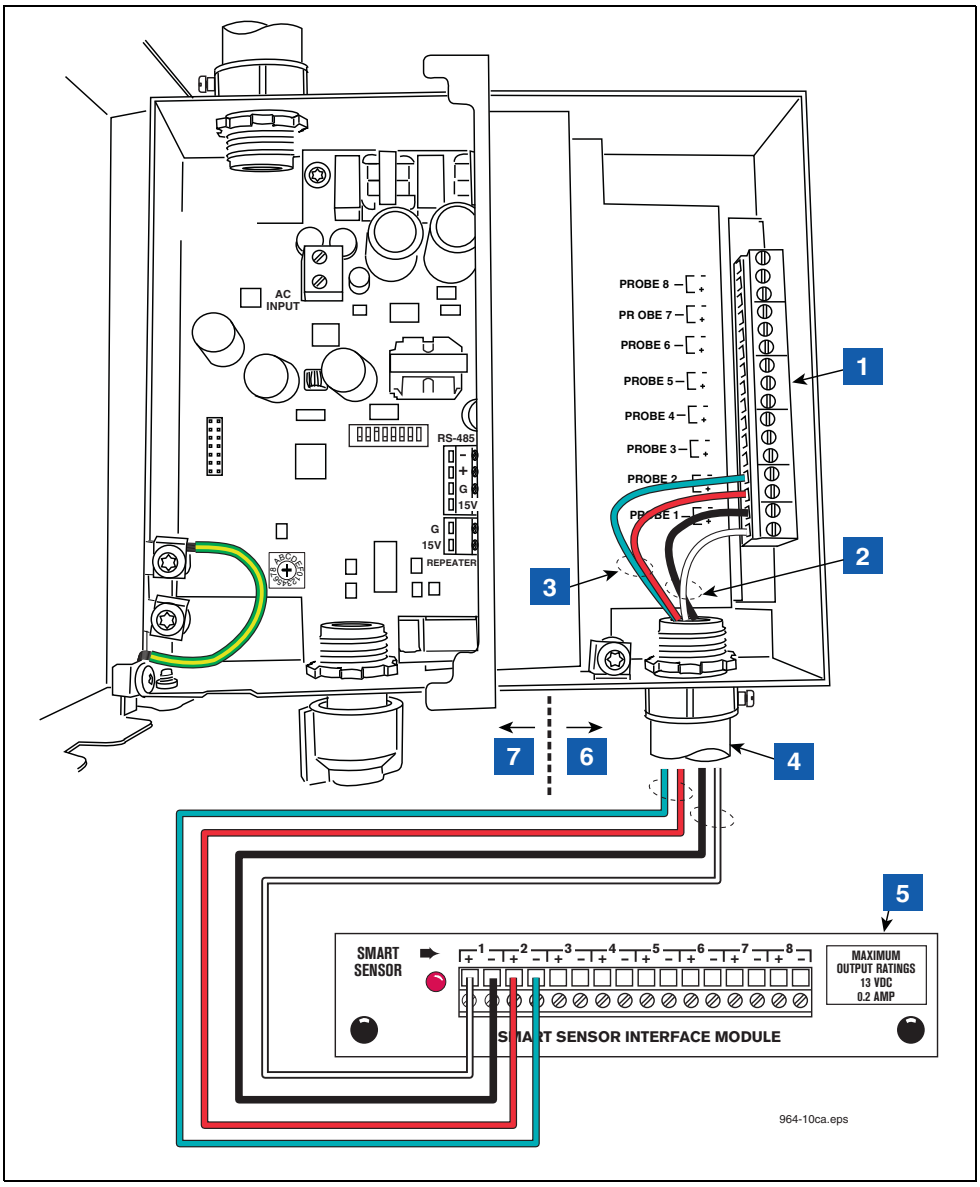

**Figure 11. Wiring Data Outputs from TLS RF to TLS Console**
**LEGEND FOR NUMBERED BOXES IN Figure 11**